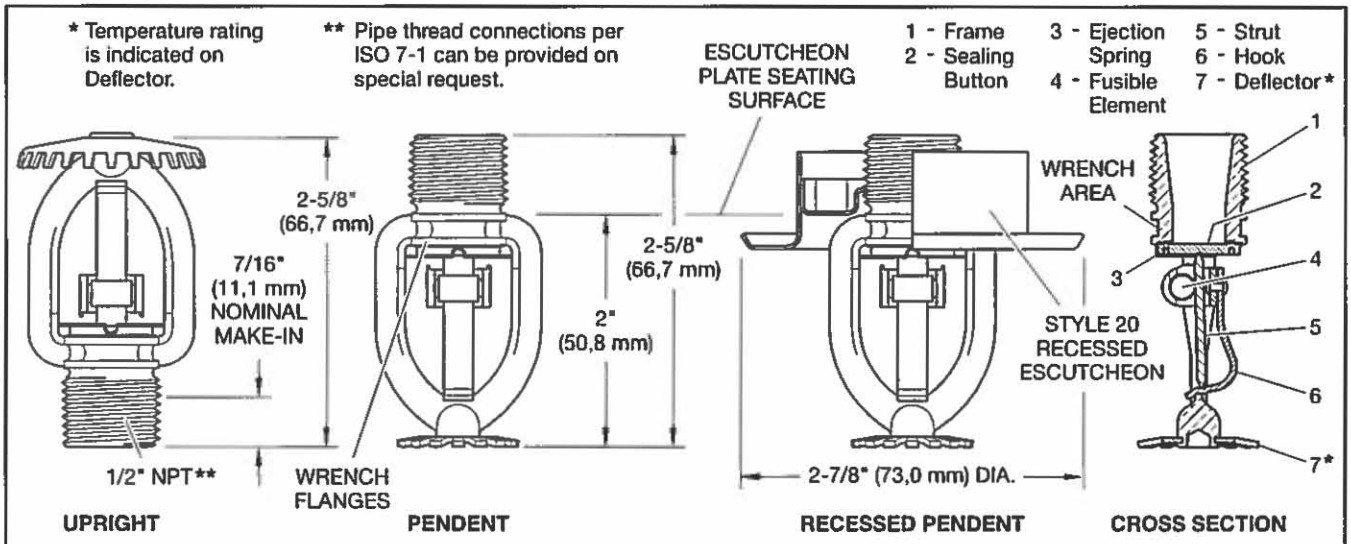
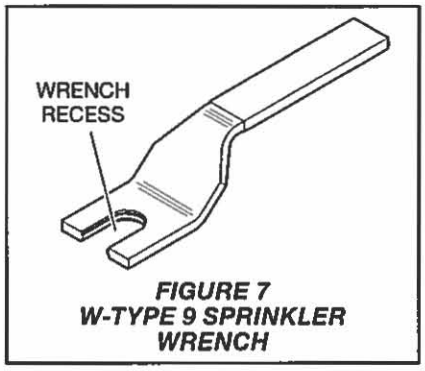
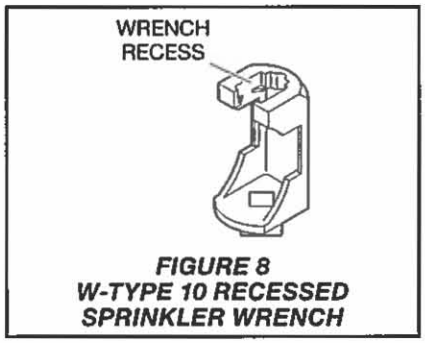

FIGURE 1
FIGURE 7
FIGURE 8
Step 3. Tighten the sprinkler into the sprinkler fitting using only the W-Type 9 Sprinkler Wrench (Ref. Figure 7), except that an 8 or 10 inch adjustable Crescent wrench is to be used for wax coated sprinklers. With reference to Figures 1, 2, and 3, the W-Type 9 Sprinkler Wrench is to be applied to the wrench area, or as applicable, the adjustable Crescent wrench is to be applied to the wrenching flanges.
Step B. Tighten the sprinkler into the sprinkler fitting using only the W-Type 10 Recessed Sprinkler Wrench (Ref. Figure 8). With reference to Figure 1, 2, or 3, the W-Type 10 Recessed Sprinkler Wrench is to be applied to the sprinkler wrenching flanges.